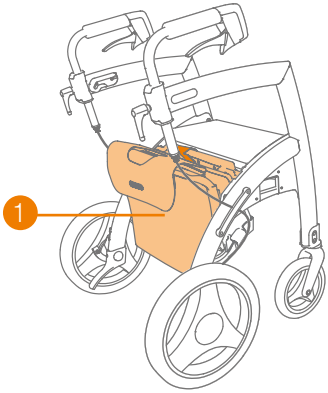

Abbildung 31: Rollstuhlpaket unten befestigt.
c. Platzieren Sie das Rollstuhlpaket in die Aussparungen hinter dem Sitz **(Abbildung 31)**.
a. Bitte befestigen Sie das Rollstuhlpaket vor der Abfahrt am Rollz Motion **(Abbildung 31)**.